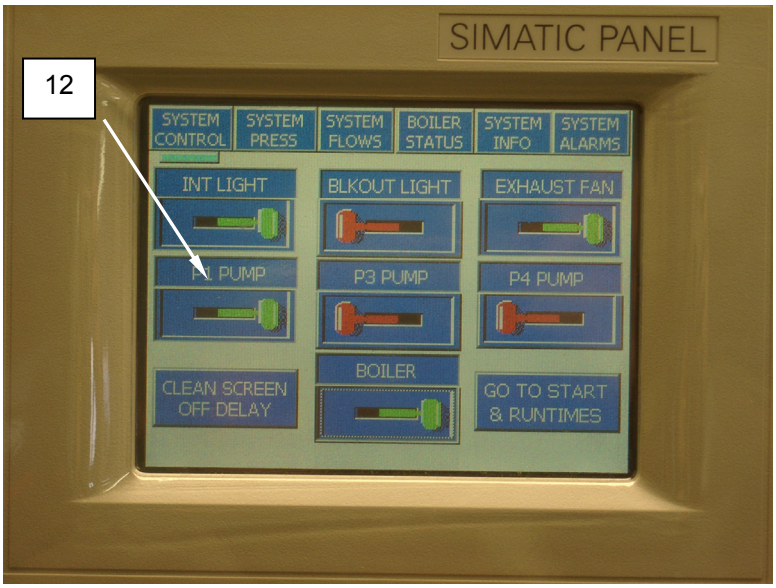

Figure 13. Sodium Bisulfite Preservation Procedure.
14. Switch P-1 pump **(Figure 13, Item 12)** OFF at the PLC unless operating from municipal water source.